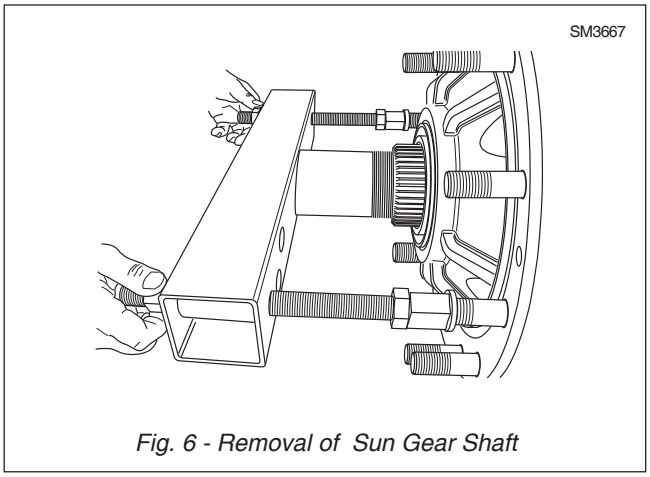

Fig. 6 - Removal of Sun Gear Shaft
17. Locate fabricated tool onto bolts (25) and screw wheel hub (26) away from the wheel hub (41). Refer to Fig. 6. Bearing (24) should come out during this step.